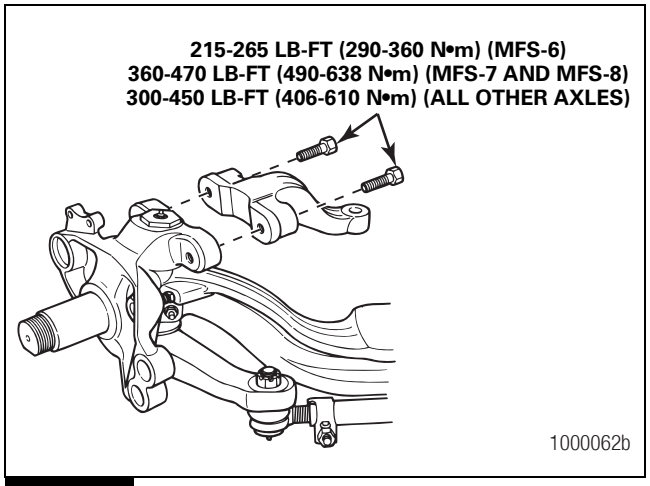

Figure 6.37
2. Insert the bolts through the steering arm. Hand-start the bolts into the knuckle assembly. Figure 6.37.